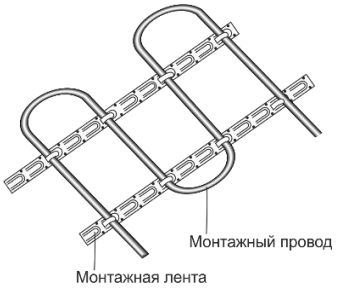

Рисунок 4 – Прокладка нагревательного кабеля через монтажную ленту.
6. Разложить нагревательный кабель на полу и зафиксировать его с помощью монтажной ленты (рис. 4).